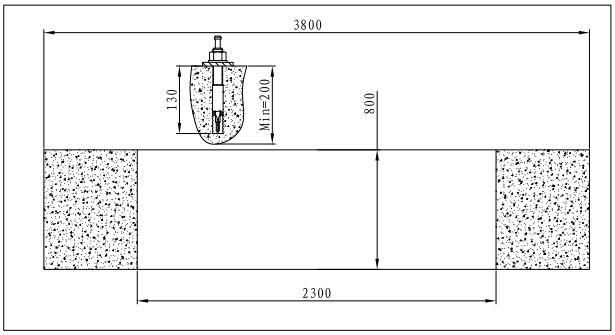

Fig. 28
• Installare il tassello secondo la Fig. 28.